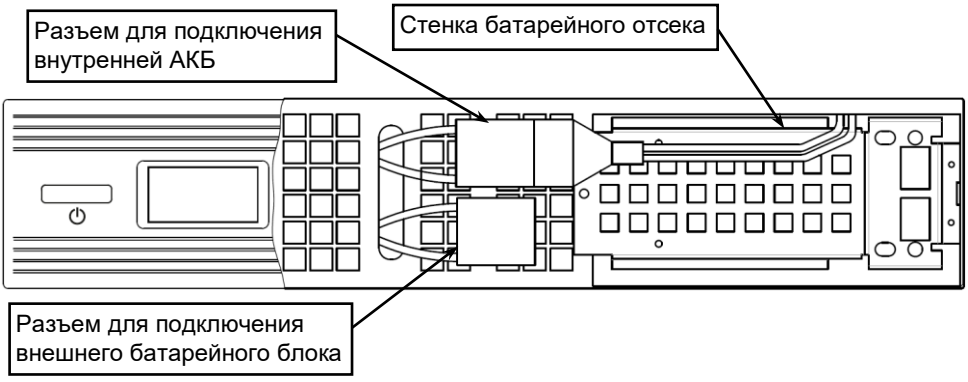

Рисунок 5 – Подключение внутренних батарей
- отсоедините разъем АКБ батарейного отсека (см. рисунок 5);